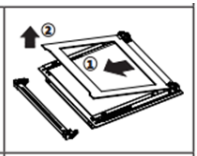

Figura 19
1. Presione los pestillos de plástico del lado izquierdo y derecho como se muestra en la figura 17 y levante el perfil tirando de él hacia usted como se muestra en la figura 18. El cristal queda libre después de retirar el perfil como se muestra en la figura 19. Tire con cuidado hacia usted del cristal que ha quedado libre. Si es necesario, el cristal central puede retirarse de la misma manera. El cristal exterior está fijado al perfil de la puerta del horno. Puede limpiar fácilmente los vidrios después de haberlos separado. Una vez finalizada la limpieza y el mantenimiento, puede volver a colocar los vidrios y el perfil realizando el procedimiento de extracción a la inversa. Asegúrese de que el cristal se inserta en la dirección correcta y de que el perfil encaja correctamente.